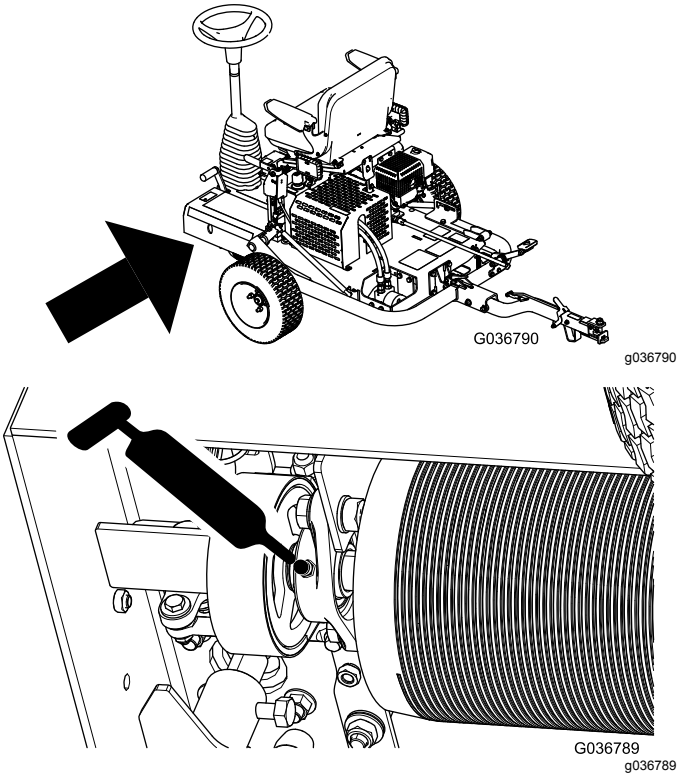

Figur 25
3. Pump smørefett inn i smørenippelen som vist i Figur 25.